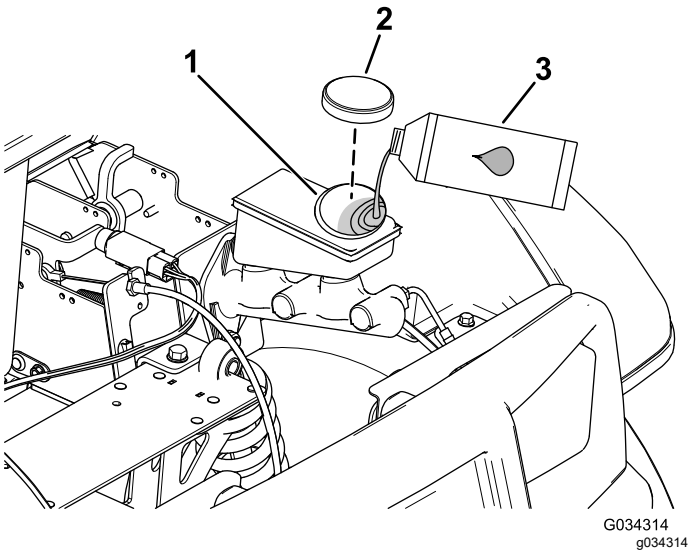

Figur 51
2. Lyft upp motorhuven så att du kommer åt huvudbromscylindern och behållaren (Figur 51).
A. Rengör området kring tanklocket och ta av locket (Figur 51).
C. Sätt tillbaka behållarens lock (Figur 51).